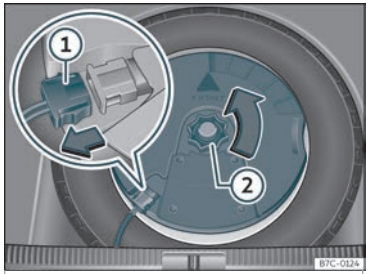

Fig. 269 No maleteiro:desmontar o subwoofer.
- Desconecte o cable do altofalante *subwoofer* ››› **fig. 269** ①.
- Xire a roda de fixación no sentido contrario ás agullas do reloxo ››› **fig. 269** ②.